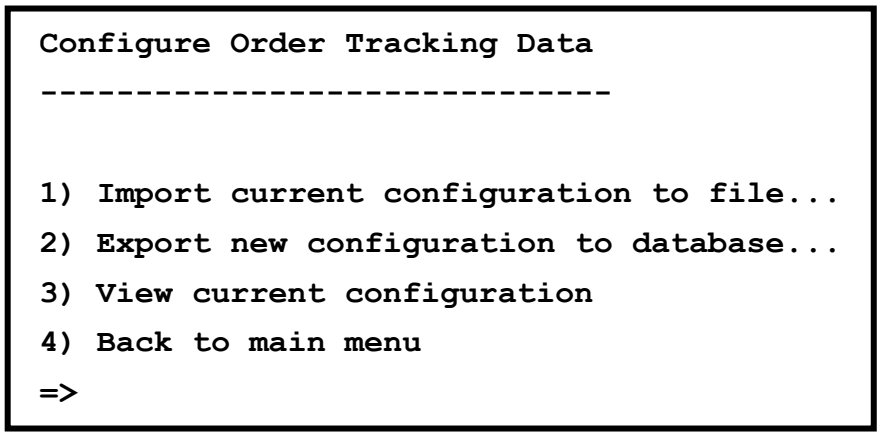

Figure 104. Configure Order Tracking Data Menu
- The **Configure Order Tracking Data Menu** (Figure 104) is displayed.